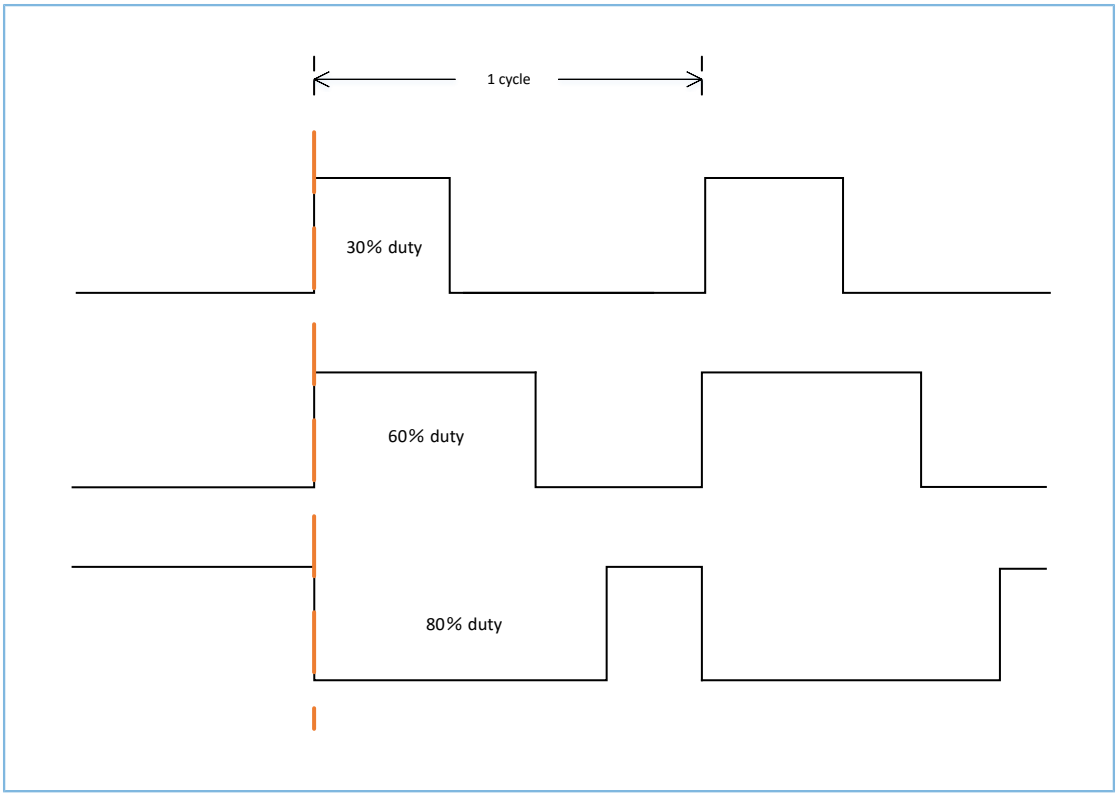

Figure 4-5 PWM edge alignment
- Choose edge alignment mode, as shown in Figure 4-5. All open channels are aligned at the beginning of each duty cycle.